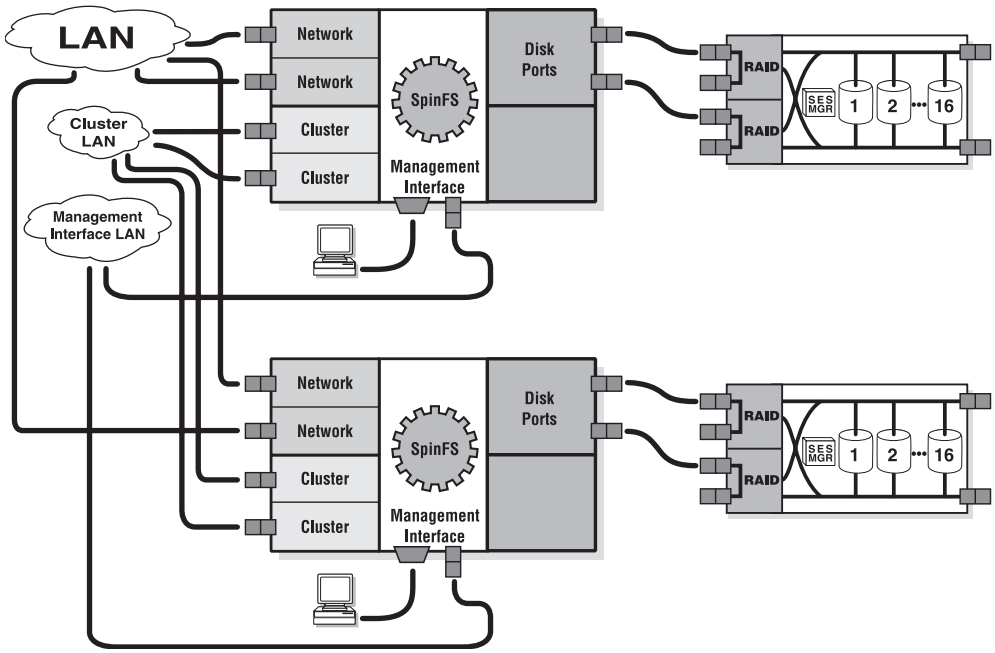

Figure 4-2. Cluster with two nodes
In a larger, clustered configuration, the management ports are connected to their own isolated management network for security purposes. For performance and security, the cluster ports are connected through dedicated gigabit Ethernet switches, and the Fibre Channel ports are connected to the RAID enclosures to provide the desired storage capacity. Figure 4-2 displays one option for RAID connectivity in a cluster.
**Note:** All of the HA configurations described in this section include all of the network connectivity that is detailed in Figure 4-2.